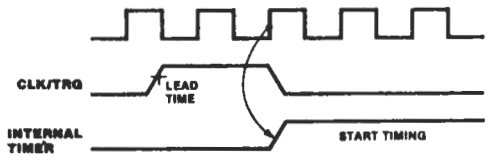

**Figure 11. Timer Mode Timing**
**Timer Operation.** In the timer mode, a CLK/TRG pulse input starts the timer (Figure 11) on the second succeeding rising edge of CLK. The trigger pulse is asynchronous, and it must have a minimum width. A minimum lead time (210 ns) is required between the active edge of the CLK/TRG and the next rising edge of CLK to enable the prescaler on the following clock edge. If the CLK/TRG edge occurs closer than this, the initiation of the timer function is delayed one clock cycle. This corresponds to the startup timing discussed in the programming section. The timer can also be started automatically if so programmed by the channel control word.